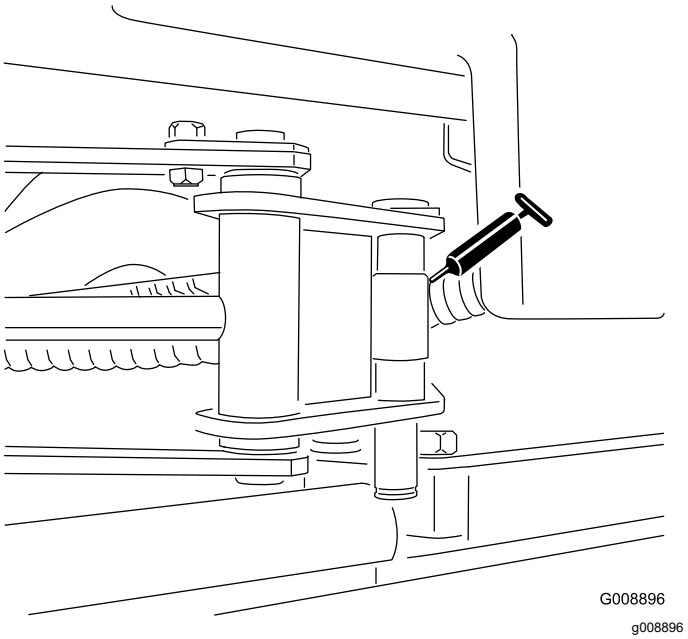

Rysunek 47
- Końcówki siłownika bocznych zespołów tnących (2; dotyczy tylko modelu 03171) (Rysunek 47)